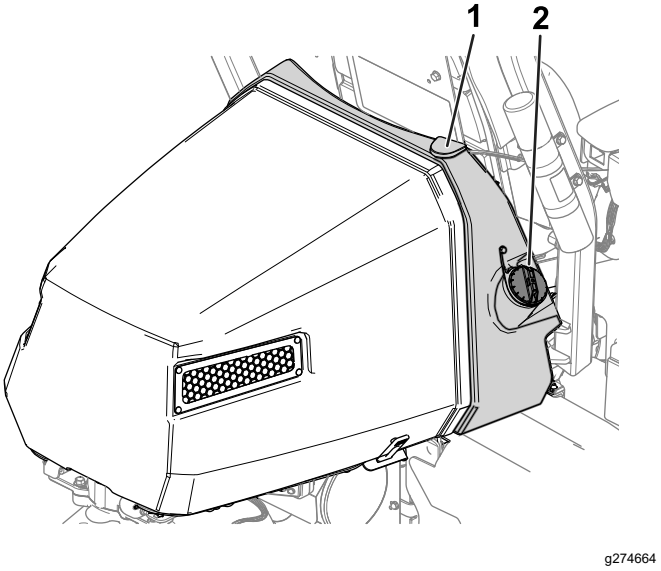

Figuur 30
2. Reinig de omgeving van de dop van de brandstoftank en verwijder de dop (Figuur 30).